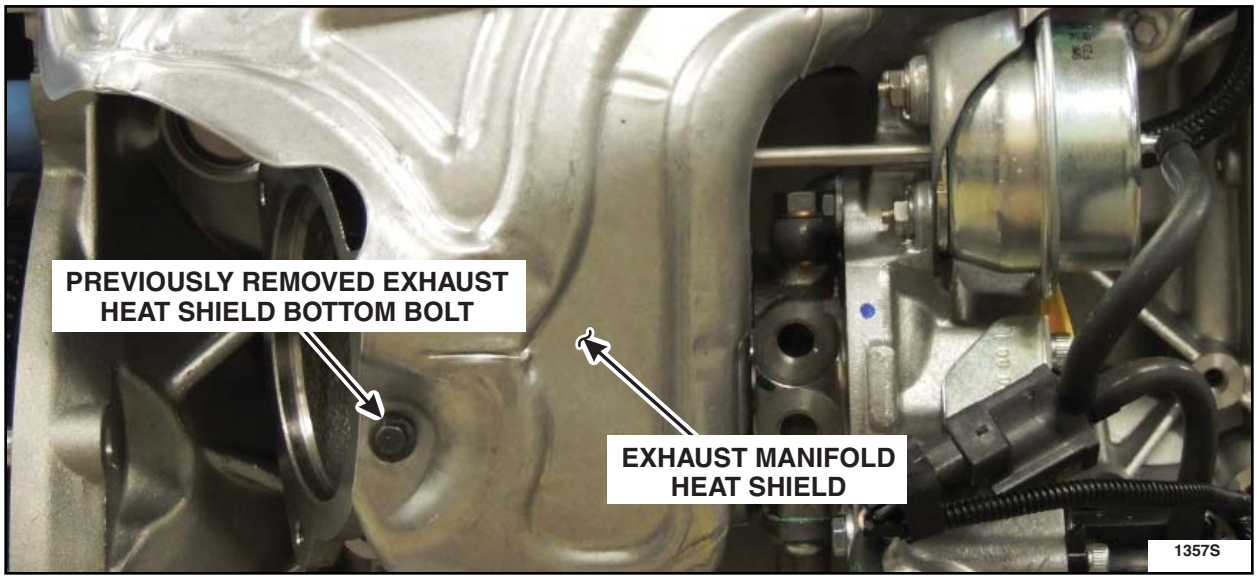

FIGURE C9
10. While holding the heat shield in position, loosely install the previously removed exhaust heat shield bottom bolt. Do not attempt to secure the upper portion of the heat shield into place until the bottom bolt is started into the threads on the turbocharger housing boss. See Figure C9.
14. Tighten the four (4) exhaust manifold heat shield retainers to 10 Nm (89 lb-in). See Figures C9 and C12.